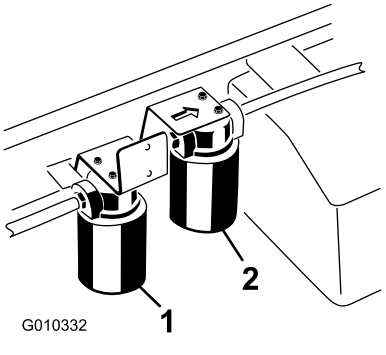

**Figur 71**
5. Ställ ett avtappningskärl under filtret och ta bort filtret (Figur 71).
4. Rengör runt området där högflödesfiltret monteras (Figur 71).